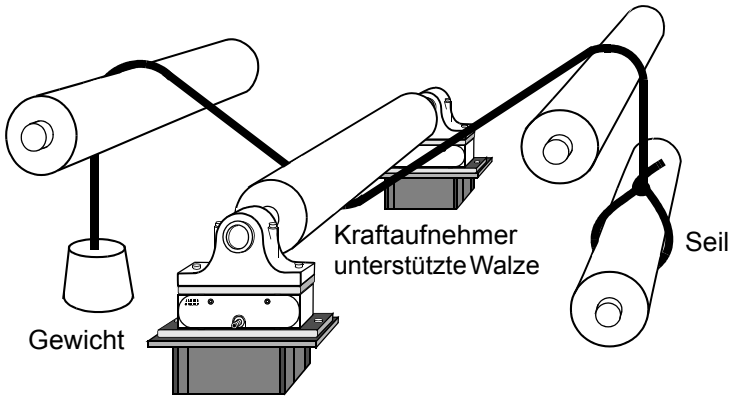

Abbildung 3-1. Winkelfaktor mit Hängegewichten einstellen (Installationsbeispiel)
1. Befestigen Sie ein bekanntes Gewicht an der Walze (siehe Abbildung 3-1).